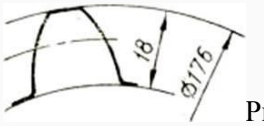

Рис.3 1) 18; 2) 20; 3) 22; 4) 24.
10. Сколько, зубьев имеет нормальное прямозубое зубчатое колесо с указанными размерами (рис. 3)?